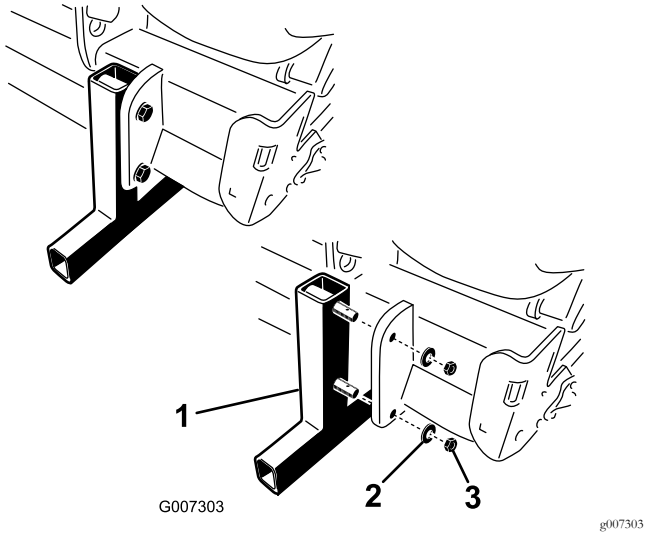

Figur 19
2. Fjern de møtrikker og låseskiver, der fastgør støttebenene til dybdelufteren (Figur 19).
4. Sæt ringstifterne (medfølger i løsdelene) i støttebenenes stifter med henblik på opbevaring (Figur 19).